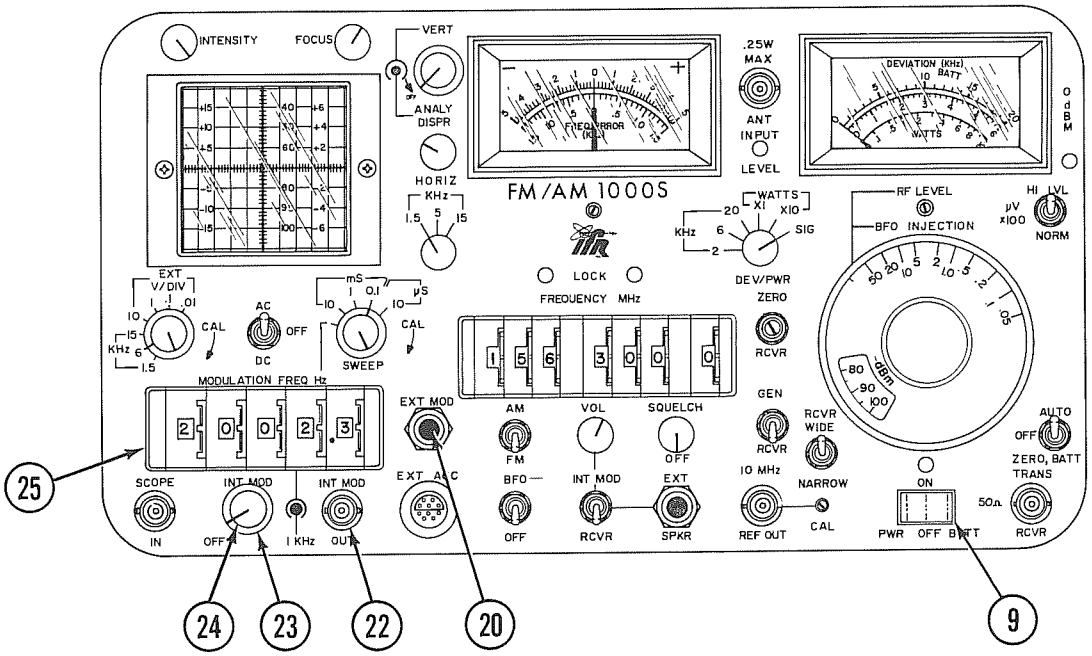

FIGURE 4-22 FM/AM-1000S CONTROLS APPLICABLE TO DUAL TONE GENERATOR OPERATION
2.	Set FM/AM-1000S controls for dual tone generator operation as shown in Figure 4-22, page 4-45.
3.	Connect BNC "tee" connector to SCOPE IN Connector (26).
4.	Connect one end of short coax cable to INT MOD OUT Connector (22) and opposite end to BNC "tee" connector previously attached to SCOPE IN Connector (26).
7.	Adjust INTENSITY Control (35) cw and FOCUS Control (37) appropriately for a sharp visible trace display.
1.	Set FM/AM-1000S controls for dual tone generator operation as shown in Figure 4-22, page 4-45.
2.	Set MODULATION FREQ Hz Thumbwheels (25) for desired audio modulation tone.
3.	Place INT MOD/RCVR Switch (16) to "INT MOD" position.
4.	Rotate INT MOD Control (23) to a midrange position.
6.	Adjust VOL Control (17) to a comfortable listening level.